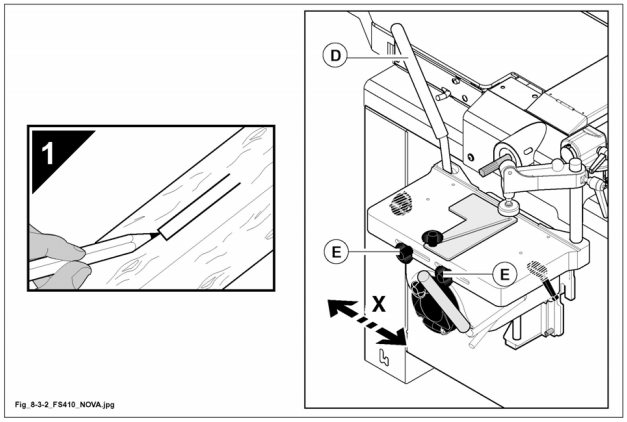

Fig. 8.3-2
- segnare a matita sul pezzo la zona della cava da eseguire (1 fig. 8.3-2).
- Provare la corsa trasversale tramite leva (D fig. 8.3-2) in funzione della cava da eseguire e registrare di conseguenza le battute laterali serrando i pomelli (E fig. 8.3-2).
per le bedanature occorre eseguire una serie di fori vicini, poi facendo traslare il piano tramite la leva (D fig. 8.3-2), si pulisce completamente l'interno della cava.